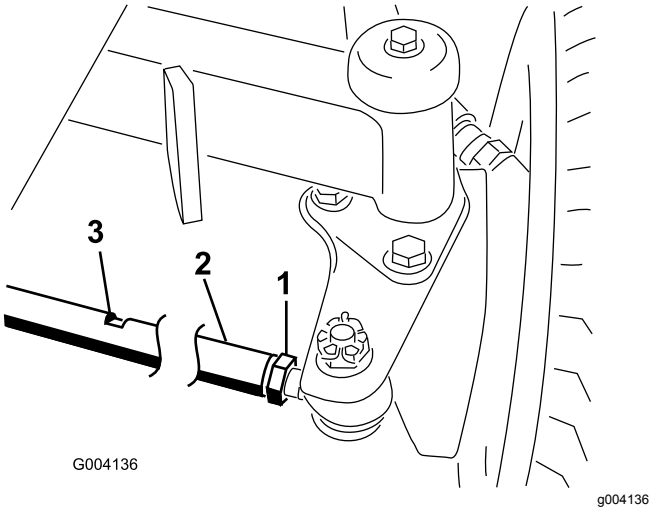

Figur 93
2. Lossa kontramuttern i båda ändar av dragstången (Figur 93).